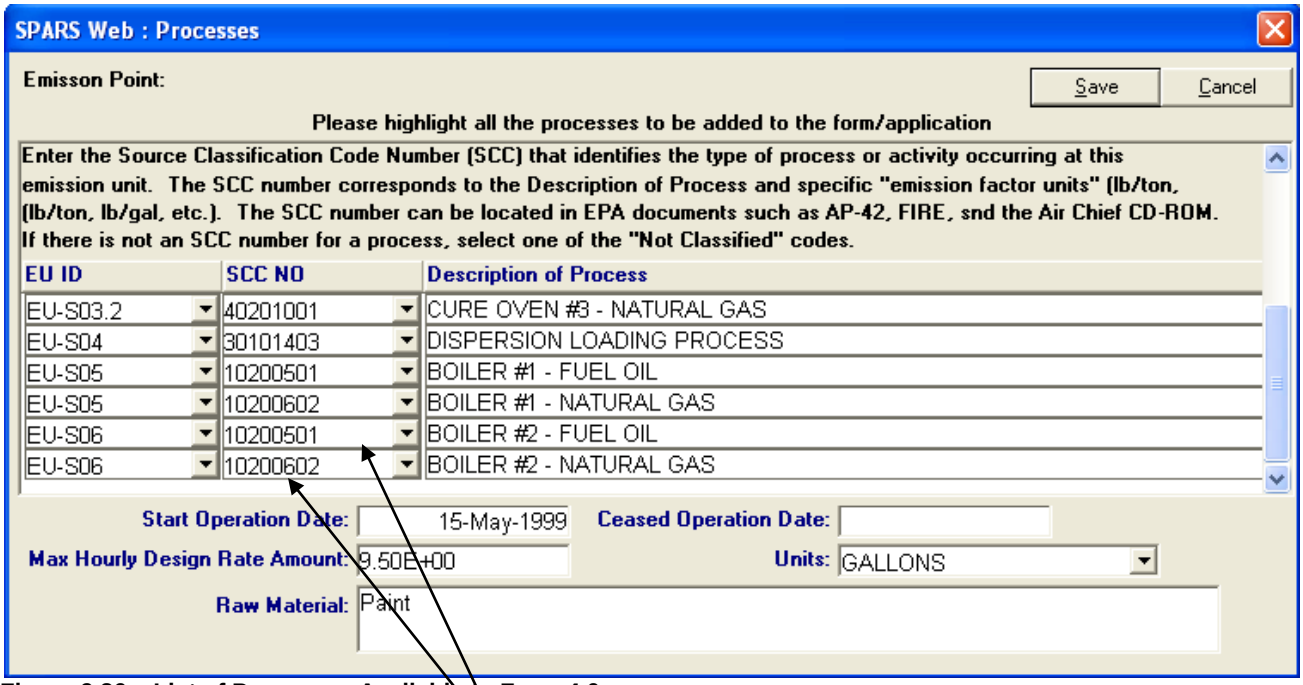

Figure 9.26 – List of Processes Available to Form 4.0
6. A window opens with a list of processes included in the inventory. Find the new processes at the bottom of this list (see Figure 9.26).